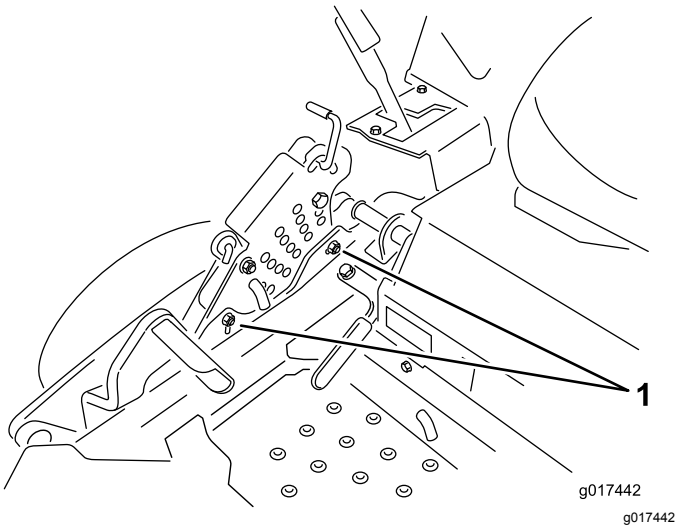

**Figur 79**
12. Løsn de 2 bolte nederst på klippehøjdepladen (Figur 79) for at justere enkeltpunktssystemet.
14. Stram de to bolte nederst på klippehøjdepladen (Figur 79).